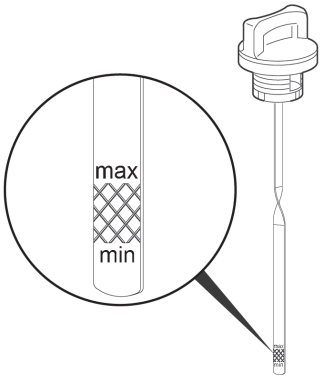

**Рис. 18 Уровень масла в картере двигателя**
9. Установите крышку-щуп в отверстие маслозаливной горловины, не закручивая ее. Аккуратно вытащите щуп и осмотрите его. Уровень масла должен соответствовать верхней отметке «max» на щупе (Рис. 18).